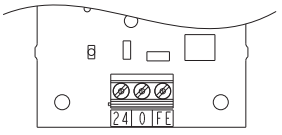

图 3.61 电源端子排 TB1
2. 如图 3.61 所示，使用平头螺丝刀，旋松螺丝，将电线插入 24、0、FE 接孔后，再紧固螺丝。